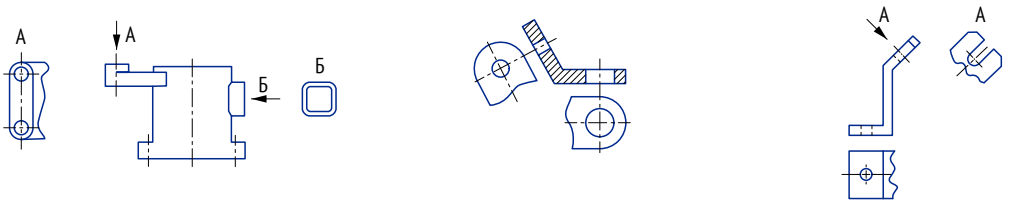
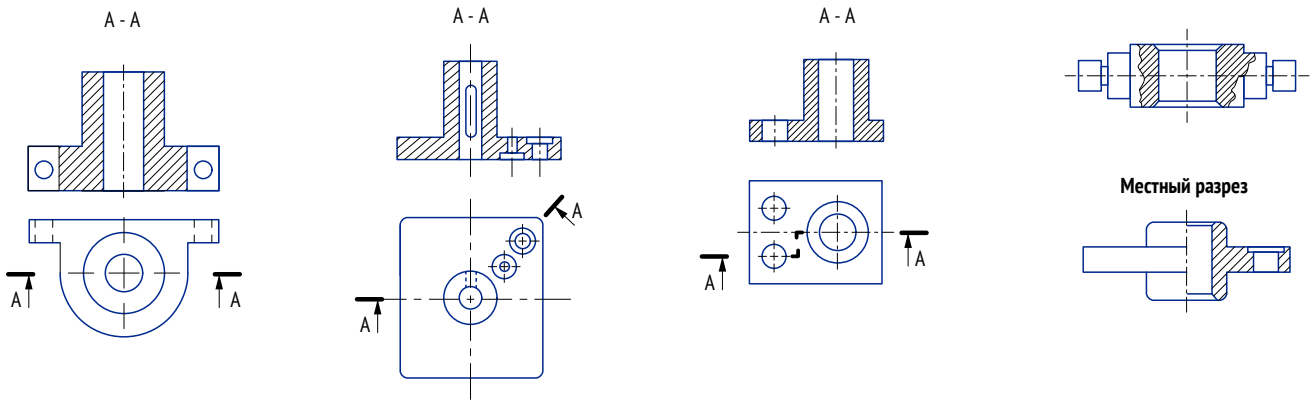
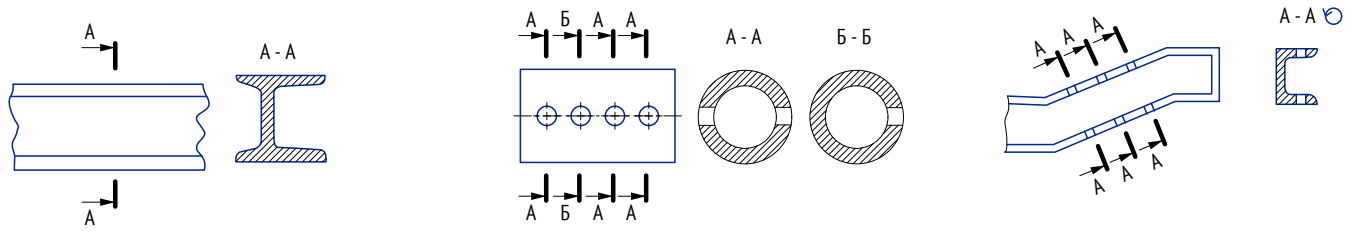
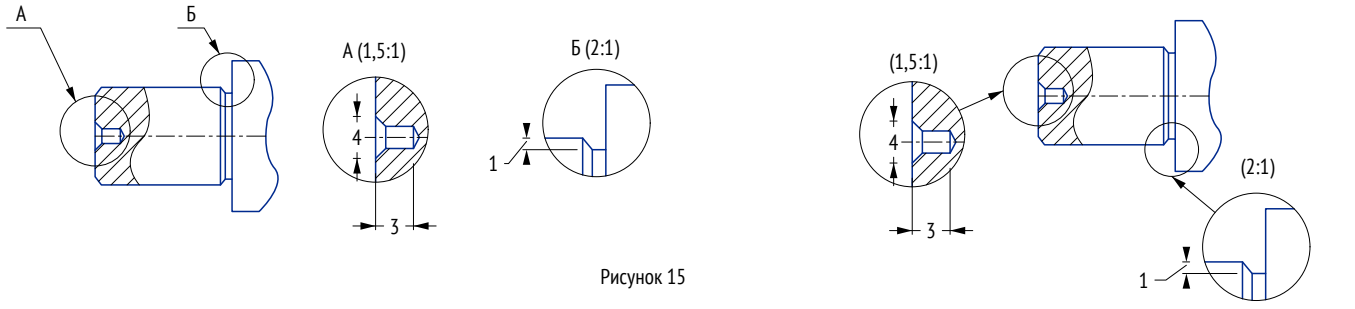

Рисунок 12
Рисунок 13
Рисунок 14
Рисунок 15
6.11 Виды (рис. 12) , **разрезы** (рис. 13), **сечения** (рис. 14) и **выносные элементы** (рис. 15) по ГОСТ 2.305-2008. Обозначения материалов по ГОСТ 2.306-68.